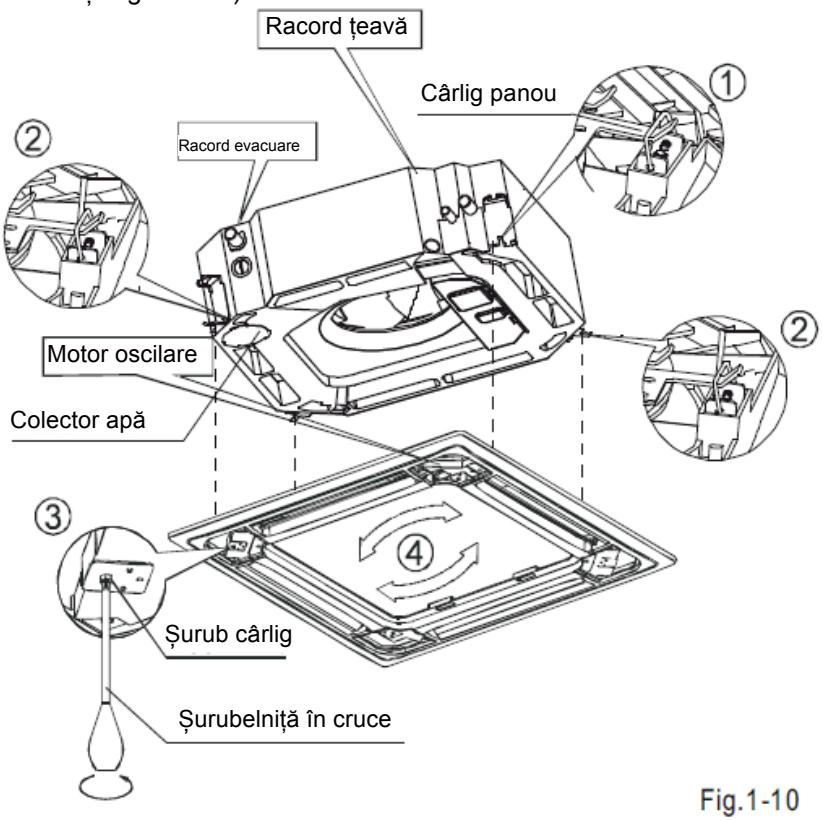

Fig.1-10
- Aliniați motorul de oscilare de pe panou la racordurile conductei corpului în mod corect. (Consultați Fig. 1-10)